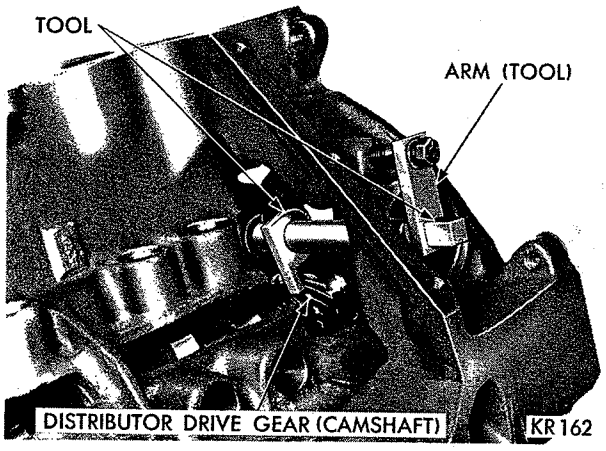

*Fig. 33—Camshaft Holding Tool C-3509*
(1) Lubricate camshaft lobes and camshaft bearing journals and insert camshaft to within 2 inches of its final position in cylinder block.
(2) Modify Tool C-3509 by grinding off index lug holding the upper arm on the tool and rotate arm 180 degrees.
(3) Install Tool C-3509 in place of distributor drive gear and shaft, as shown in Figure 33.
(4) Hold tool in position with distributor lock plate screw. This tool will restrict camshaft from being pushed in too far and prevent knocking out the welch plug in the rear of cylinder block.